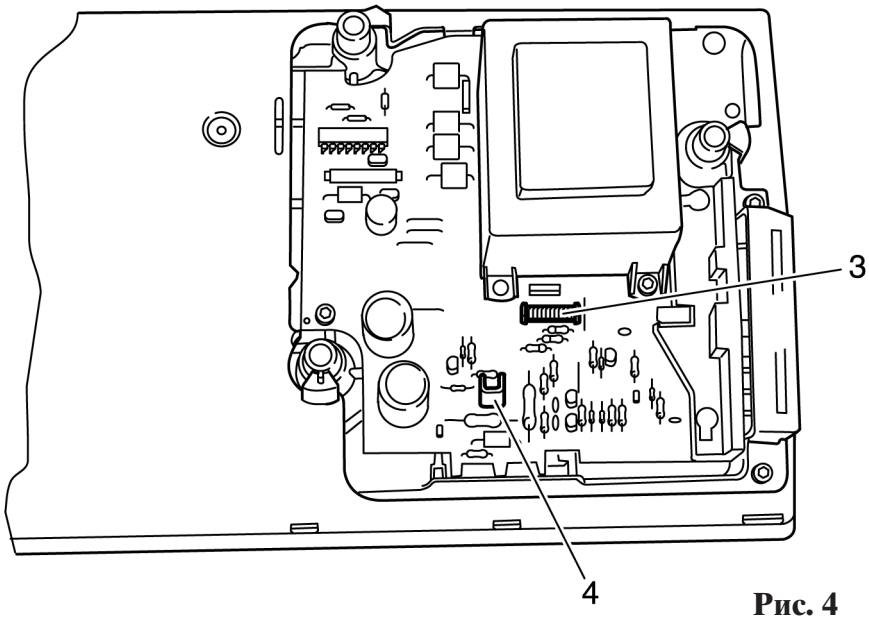

Рис. 4
- Отсоедините 12-жильный плоский кабель 3, а также кабель двигателя 4 от печатной платы (рис. 4).